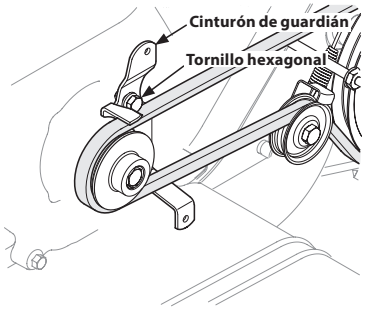

Figura 21
4. El uso de un 1/2 "llave, retire el tornillo hexagonal de fijación del cinturón de guardián en el motor. Vea la Figura 21.